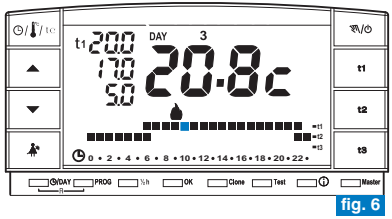

fig. 6
- En la pantalla aparecerán: el día actual, la temperatura ambiente y la escala térmica 24 horas programada con el dígito parpadeante de la hora actual (ejemplo en la fig.6). *Nota: para visualizar la hora actual pulsar brevemente la tecla* ◷/°C/**te** .